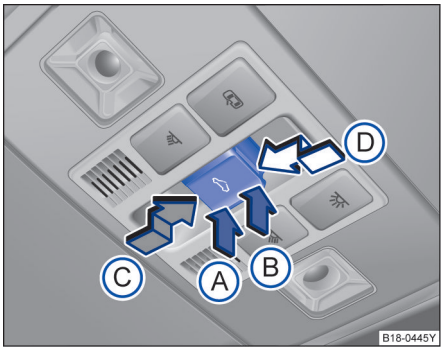

图 32 在顶篷中：天窗按钮
按钮⇒图 32。1 挡位置：可完全打开天窗，或部分翻开天窗，打开或关闭天窗。
功能	操作方法⇒图 32
- 触发防夹功能后 5 秒钟内按压 按钮⇒图 32，沿箭头Ⓓ 方向将按钮保持在 2 挡位置，直至天窗完全关闭。